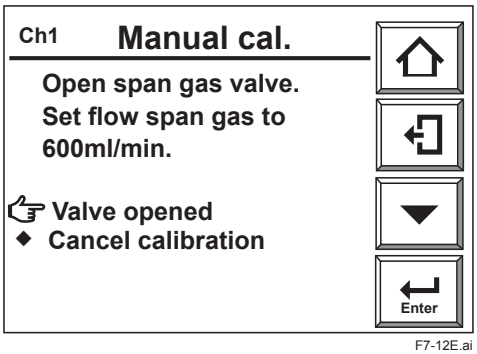

Figure 7.12 Span Calibration start
7) Select [Next] and touch the Enter key. The display in Figure 7.12 appears. If wiring and piping for automatic calibration has been done, span gas will start flowing at this point.